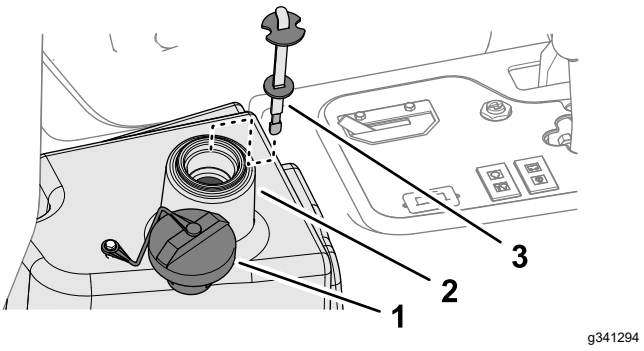

Figur 93
4. Fyld beholderen (Figur 93) med ca. 22,7 l hydraulikvæske. Se Hydraulikvæskespecifikationer (side 61).